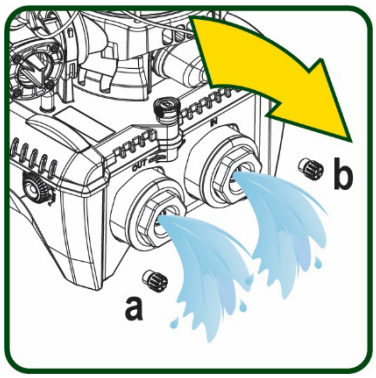

Rysunek 20
5. wyjąć dwa korki spustowe na odcinku dock i spuścić wodę z obu (około 11 litrów); Rys.20